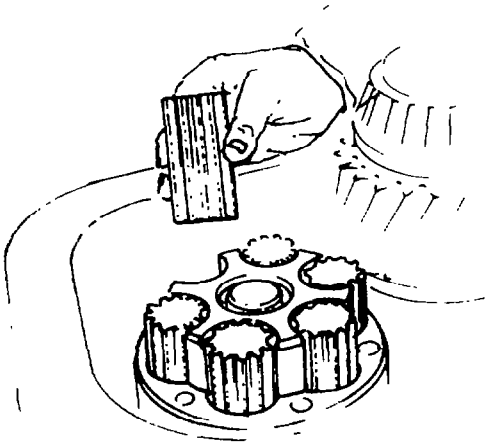

Fig. 229 — Removing Planetary Gears
u. Remove the six planet gears from the planet gear cage (see fig. 229).